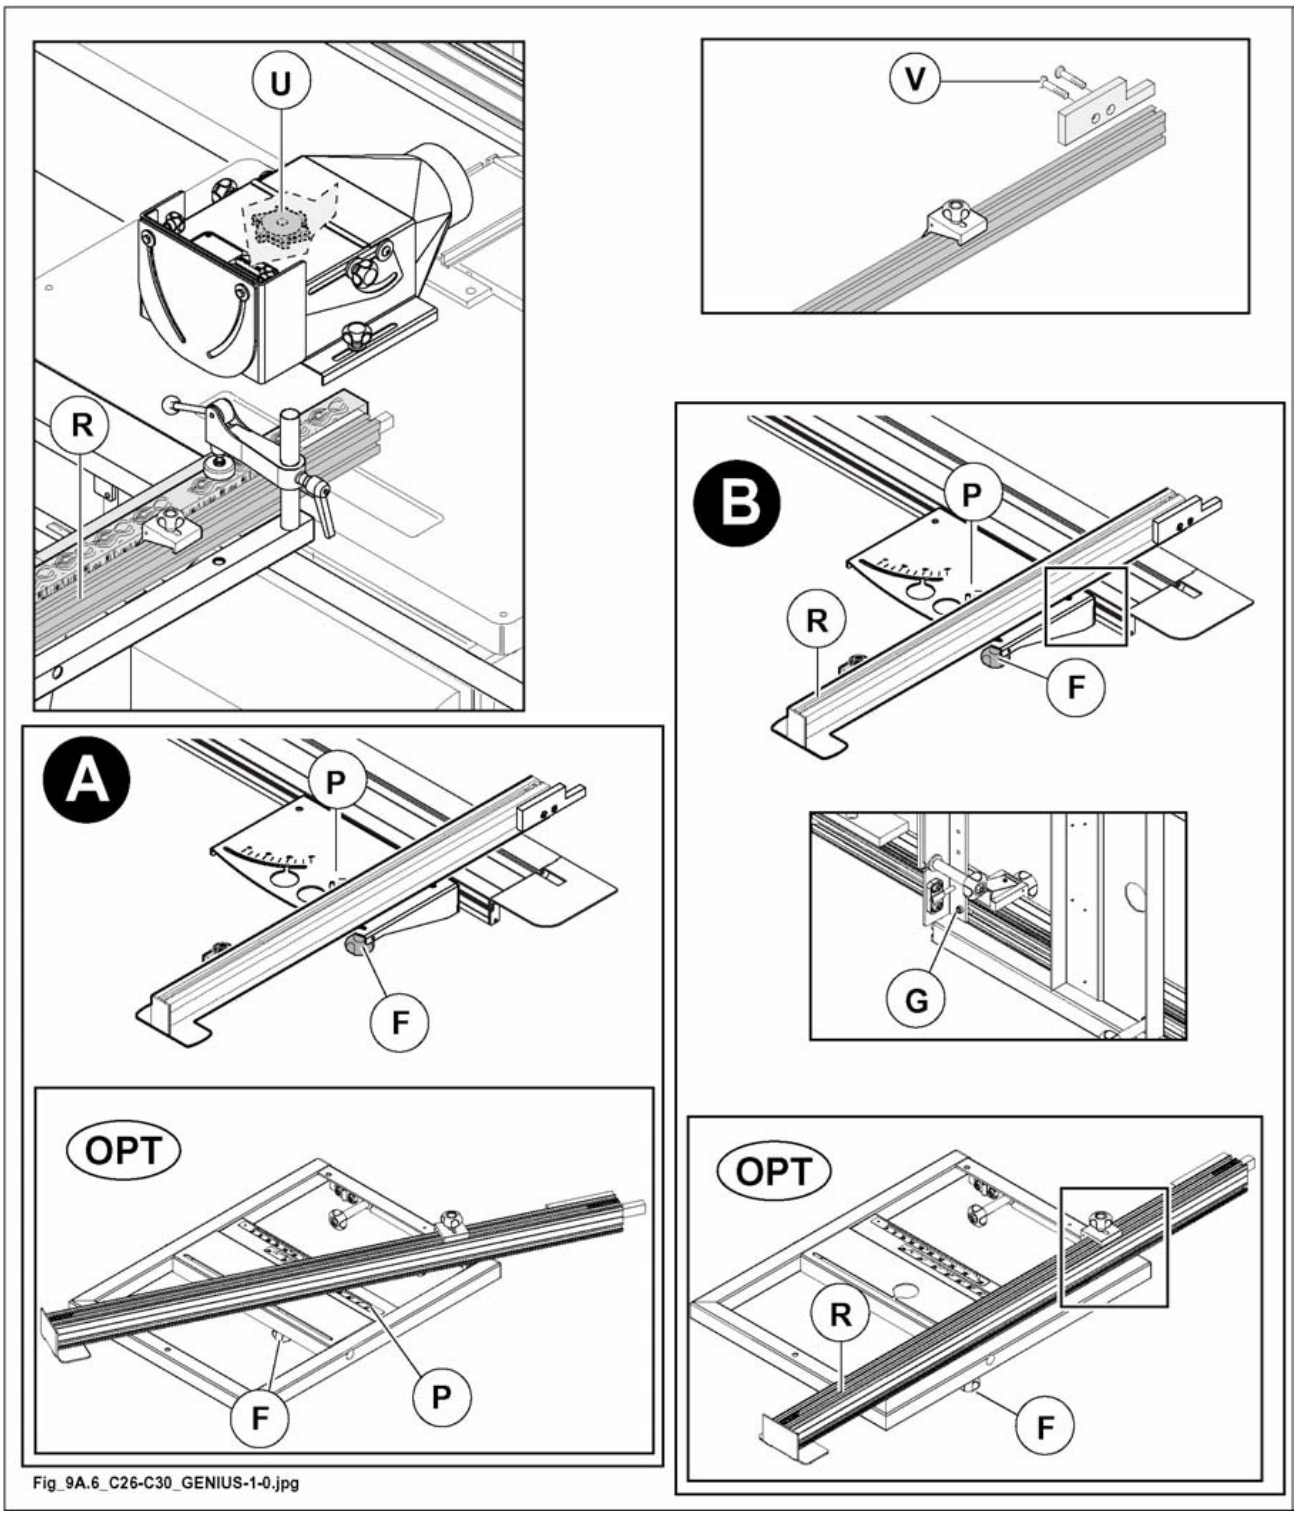

Fig. 9.6
the splinter guard is fixed to the rule with screws (V fig. 9.6).
1) Loosen the knob (F fig. 9.6).
2) For use, position the ruler referring to the plate (P fig. 9.6).
3) Tighten the knob (F fig. 9.6).
2) Loosen grub screw (G fig. 9.6).
3) Position the ruler (R fig. 9.6) at the right distance from the tools (U fig. 9.6).
4) Tighten grub screw (G fig. 9.6) again.
5) Tighten the knob (F fig. 9.6).